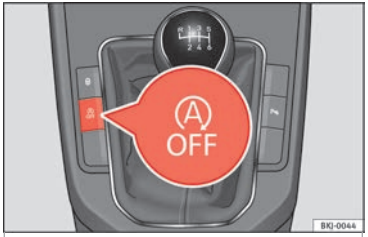

**Fig. 186** Centre console: Start-Stop system button.
- To manually switch on/off the Start-Stop system, press the button ››› **Fig. 186**.